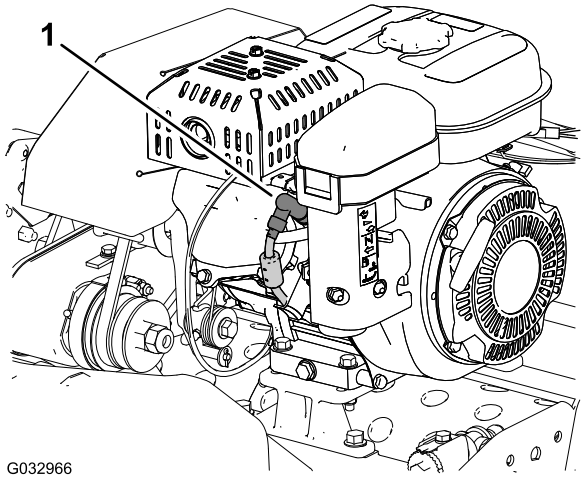

Рисунок 1
5. Отсоедините провод свечи зажигания от клеммы свечи (Рисунок 1).